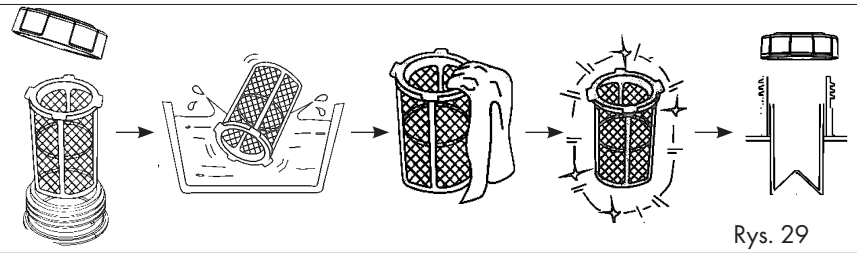

Rys. 29
- Zdejmij sitko zbiornika, rys. 29.